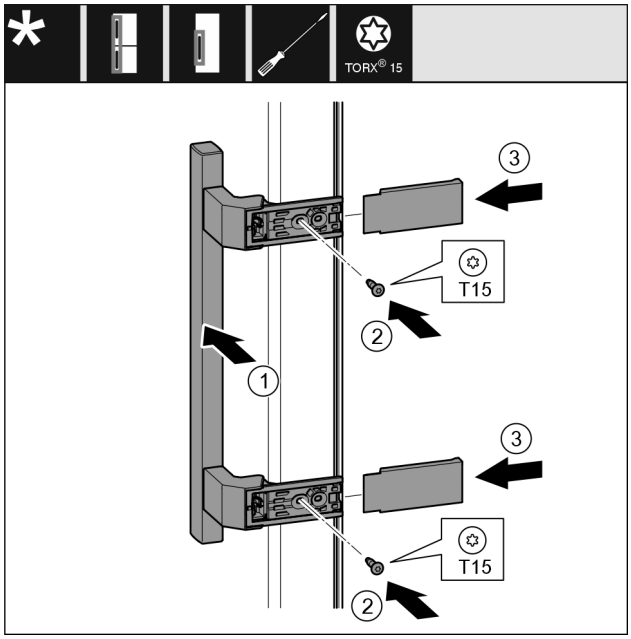

Fig. 11
▶ Pielieciet rokturi pretējā pusē. *Fig. 11 (1)*
▶ Pieskrūvējiet skrūves ar skrūvgriezi T15. *Fig. 11 (2)*
▶ Pielieciet un uzbīdiet sānos pārsegus. *Fig. 11 (3)*